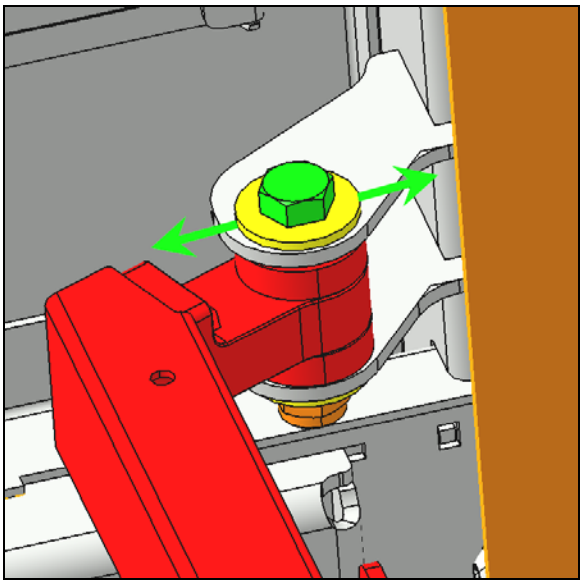

**FIGURE 112**
8. If the longitudinal position is out of tolerance, adjust using the adjustment provided on the lower attachment point of the arm on the vehicle chassis (FIGURE 112).